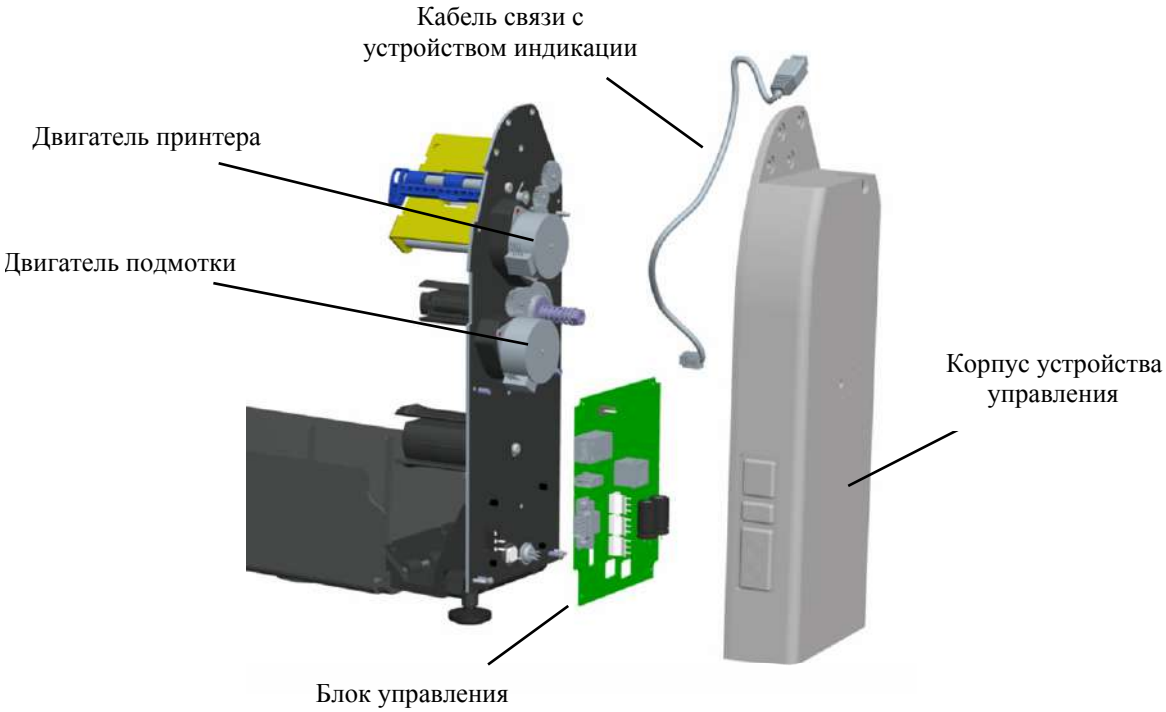

Рис. 7.19
7.6.4.5.3 Отвинтить винты крепления неисправного двигателя (Рис. 7.19).